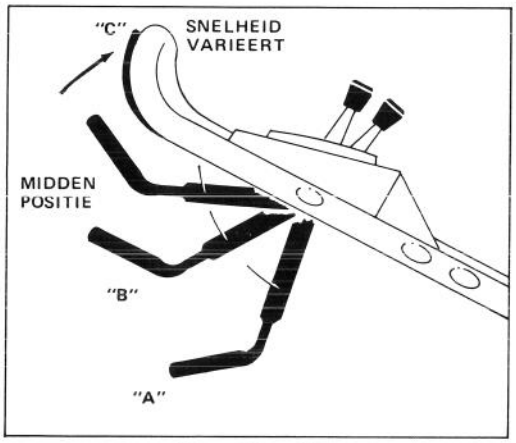

Afbeelding 10
5. MES- EN AANDRIJVINGSMECHANISME (Afb. 10) – Zet de bedieningshandle op "A" en licht deze op om mes "B" te koppelen. Zet de rijsnelheidsknop op de gewenste afstelling en druk de bedieningsstang tegen de handle "C" voor de aandrijving. De rijsnelheid varieert, afhankelijk van de ruimte tussen de bedieningsstang en handle. Wanneer u het aandrijvingsmechanisme wilt uitschakelen, maar het mes gekoppelt with houden, laat de bedieningsstang geleidelijk los tot midden positie. Voor zelfaandrijving met losgekoppeld mes drukt u niet naar beneden om het mes te koppelen, maar drukt u eenvoudig de bedieningsstang tegen de hendel.